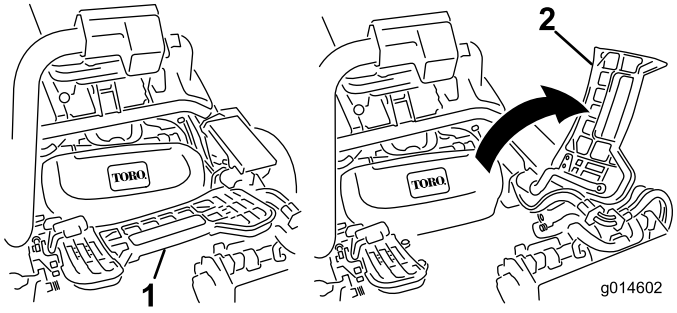

Figure 12
7. Si le plateau de coupe central est monté, relevez le repose-pieds pour accéder à la position du plateau de coupe central (Figure 12).